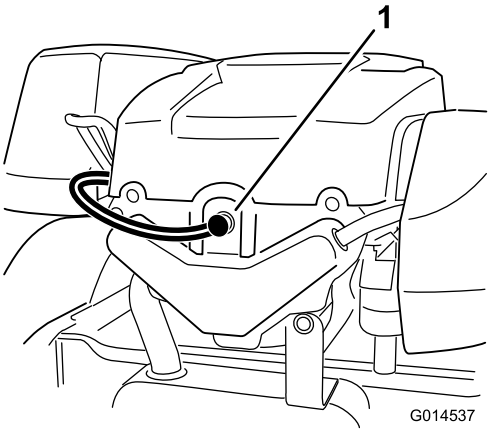

Figur 40
2. Træk ledningen af tændrøret (Figur 40).